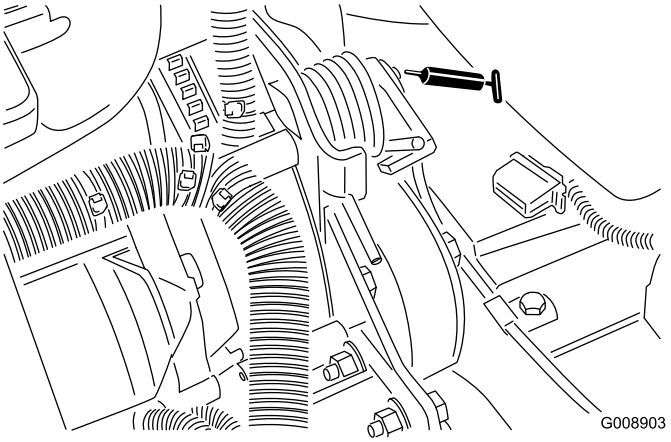

**Figur 59**
- Remspændingsdrejetap (Figur 59)